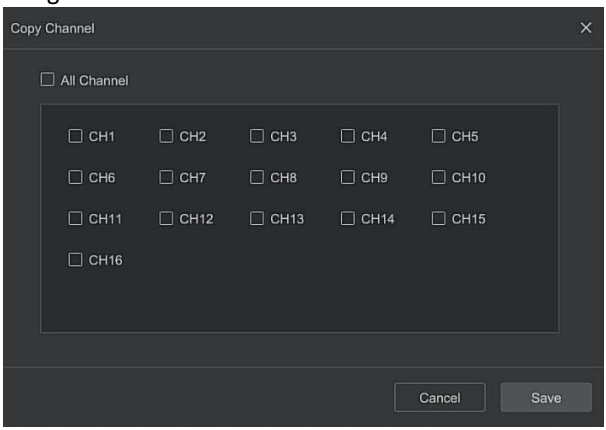

Figure 5-52
- **Copy Channel:** After complete the setup, you can click "Copy Channel " button to copycurrent setup to other channel(s), as shown in Figure 5-52.